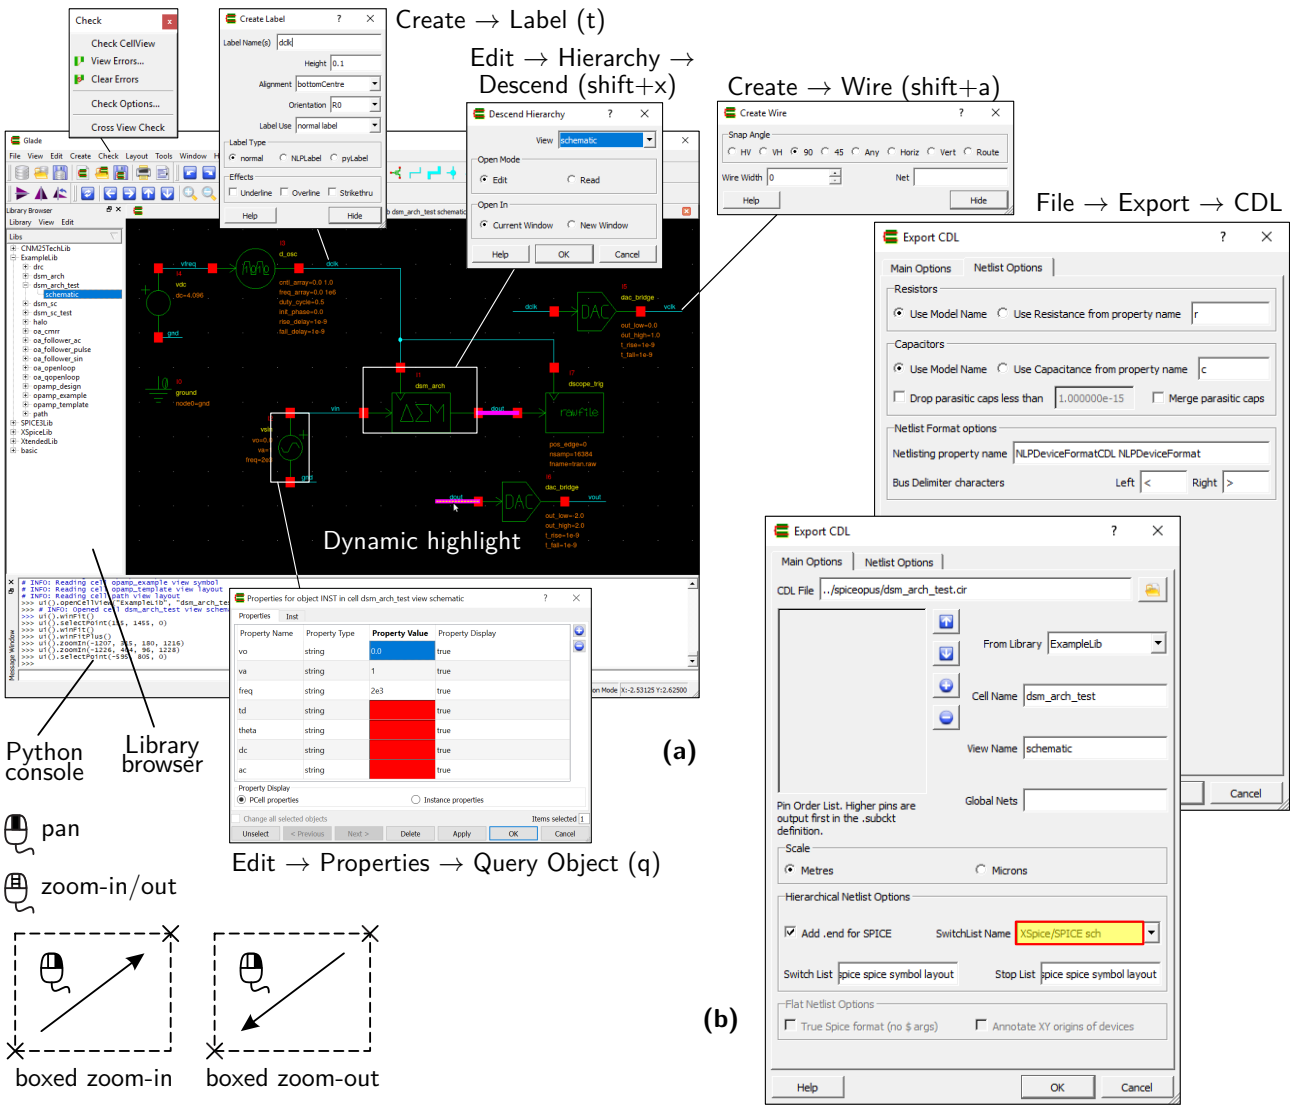

Figure 6 | Main window of the Glade schematic editor (a) and CDL export dialogue configuration (b) for XSpice/SPICE schematics.
Starting with the design methodology of Fig. 1, all schematic entries at system and circuit levels are performed through the Glade editor. When in schematic mode, this tool supports symbol edition, net and pin labeling, design hierarchy and instance property annotation, just to mention a few. Fig. 6(a) depicts these capabilities with an schematic test bench for the $\Delta\Sigma$M architecture presented in Fig. 4(b).
Apart from the schematic edition, this APDK also takes advantage of Glade netlisting configurability. For this purpose, specific backend rules have been defined to generate circuit description language (CDL) netlists following Fig. 6(b), which are compatible with both SPICE and XSpice simulation.
- ☞ Using the CDL export dialogue configuration of Fig. 6(b), generate the equivalent XSpice **circuit netlist** `apdk/spiceopus/dsm_arch_test.cir`, which should be similar to the example shown below.